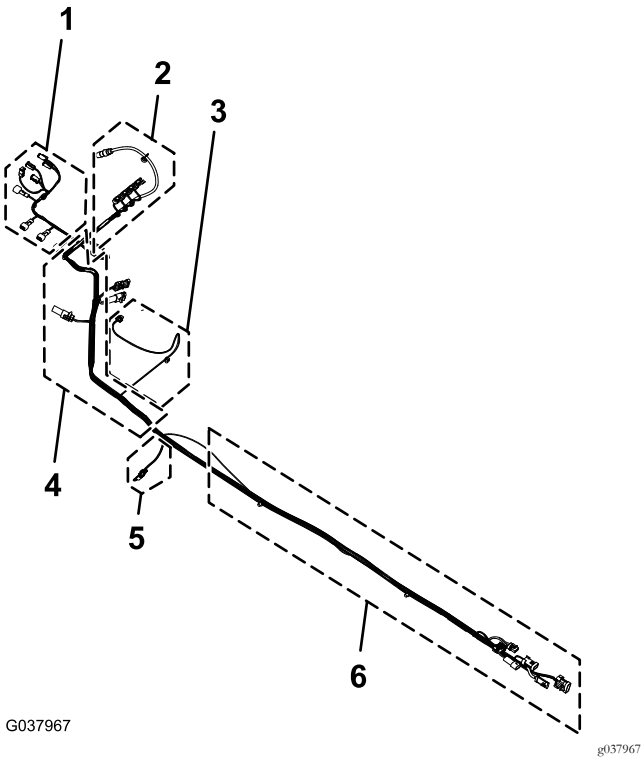

Figura 101
1. Localice la rama de 168 cm del arnés eléctrico nuevo (Figura 101).